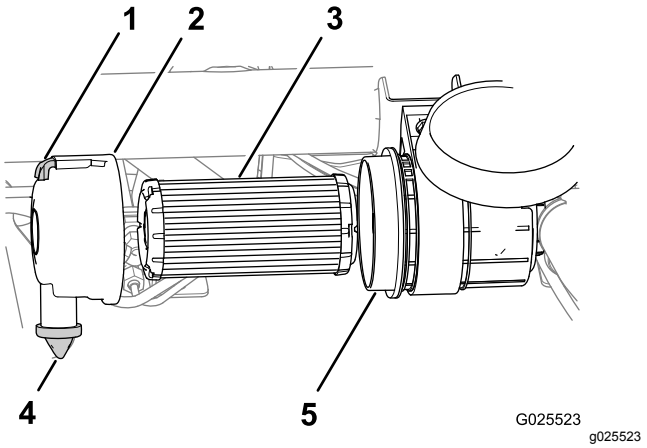

**Figur 40**
1. Trekk låsen utover, og drei luftfilterdekslet mot urviseren (Figur 40).
3. Fjern luftfilteret fra huset (Figur 40).
4. Tørk av innsiden av luftfilterdekselet og -huset (Figur 40).
5. Fjern gummistøvventilen fra dekslet (Figur 40).
6. Rengjør smussutstøtningsporten i luftrenserdekselet, hulrommet for støvventilen og skift så ut støvventilen (Figur 40).
8. Sett inn det nye luftfilteret ved å påføre lett trykk på den utvendige kanten av filteret for å sette det på plass i luftfilterhuset (Figur 40).
9. Monter luftfilterdekselet med støvventilen plassert i klokken 6-stilling, sett fra venstre side av dekselet (Figur 40).
10. Fest luftfilterdekselets lås (Figur 40).